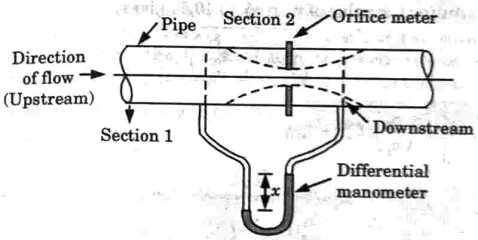

Fig. 3.10.2.
3. As shown in Fig. 3.10.2, let,